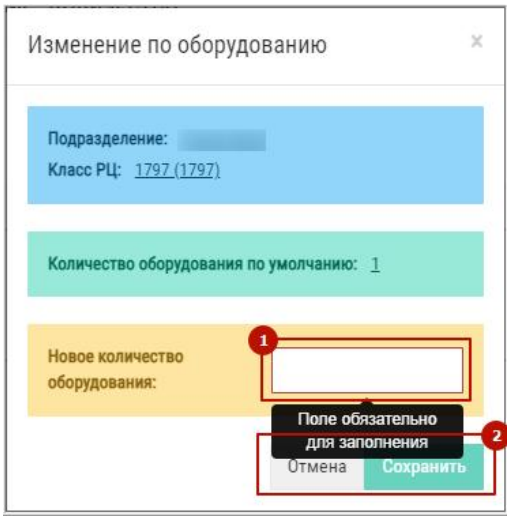

Рис. 43 – Изменение кол-ва оборудования
- Ввести новое значение количества выбранного оборудования в появившемся модальном окне и нажать кнопку «Сохранить» или «Отмена» (1 + 2 на Рис. 43).